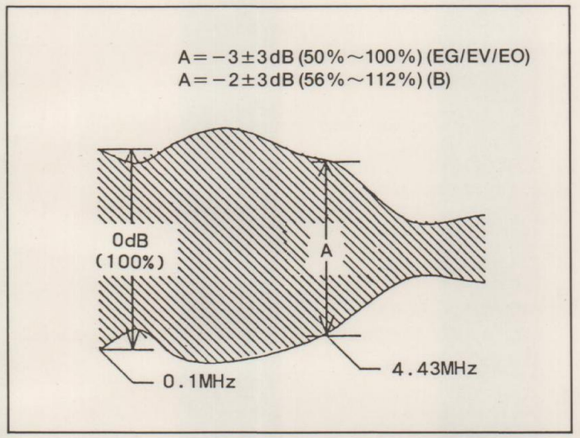

Fig. E23
5. Adjust VR741 so that the waveform at the Video out (TV Demodulator C.B.A−(13)) becomes as shown in Fig. E23.